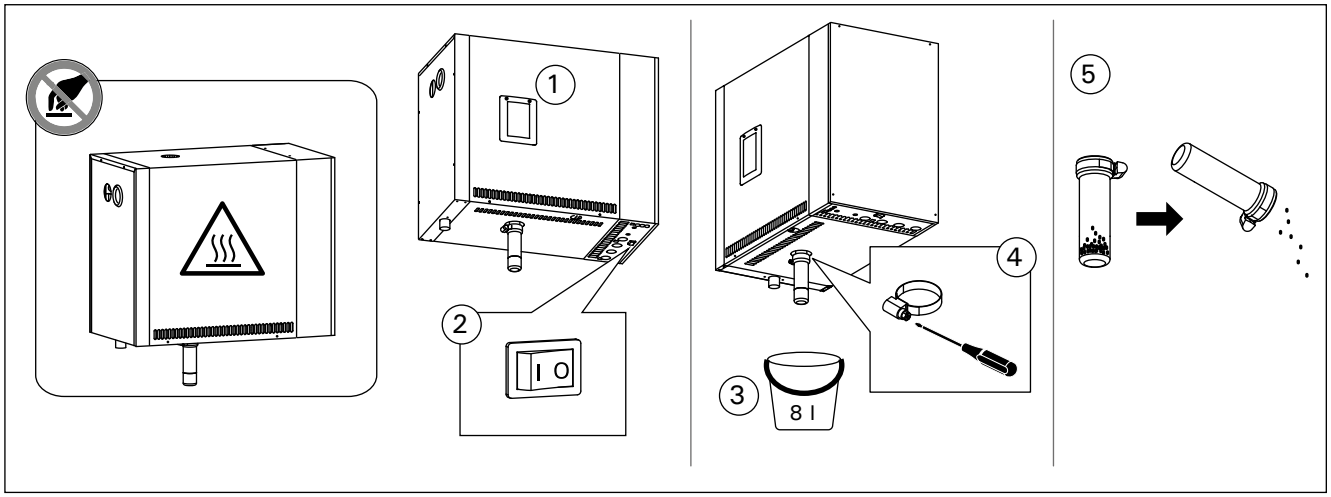

Рисунок 2. Опорожнение отстойника
2. Приведите сетевой выключатель парогенератора в положение ВЫКЛ. (рисунок 2).
3. Выключите парогенератор при помощи главного выключателя, находящегося под парогенератором (см. рисунок 2).